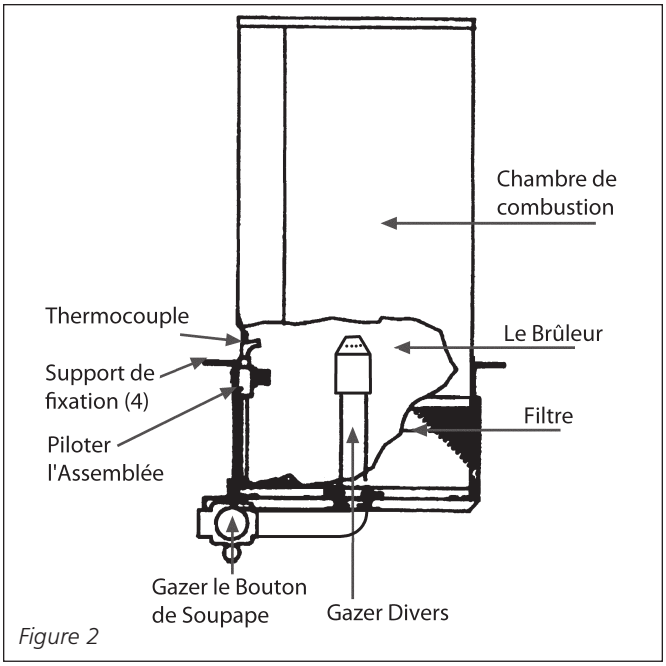

Figure 2
8. **IMPORTANT : N'ESSAYEZ PAS de régler la contribution de bruleur principale au-dela de l'arret,** car la veilleuse et le thermocouple pourraient fermer le brûleur (Voir figure 2).